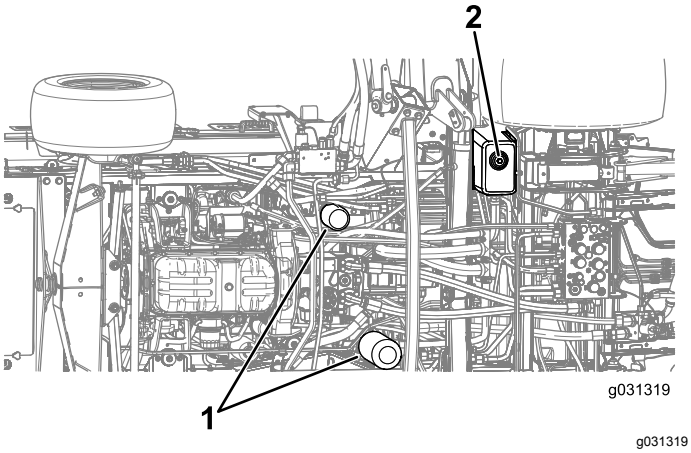

Figur 135
4. Ta bort avtappningspluggen från tankens undersida och låt hydraulvätskan rinna ned i avtappningskärlet (Figur 135).
7. Ställ ett avtappningskärl under filtret och ta bort filtret (Figur 135).